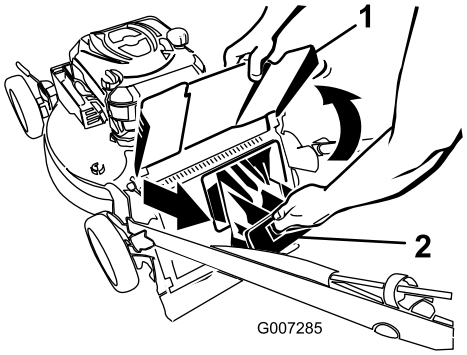

Figur 21
2. Hev og hold oppe utslippsavlederen (Figur 21).
3. Trekk ut bakre utslippsplugg (Figur 21).
2. Trekk ut bakre utslippsplugg (Figur 21).